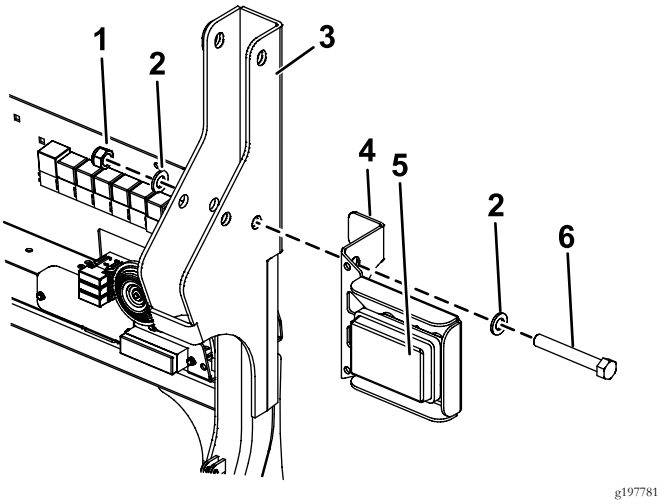
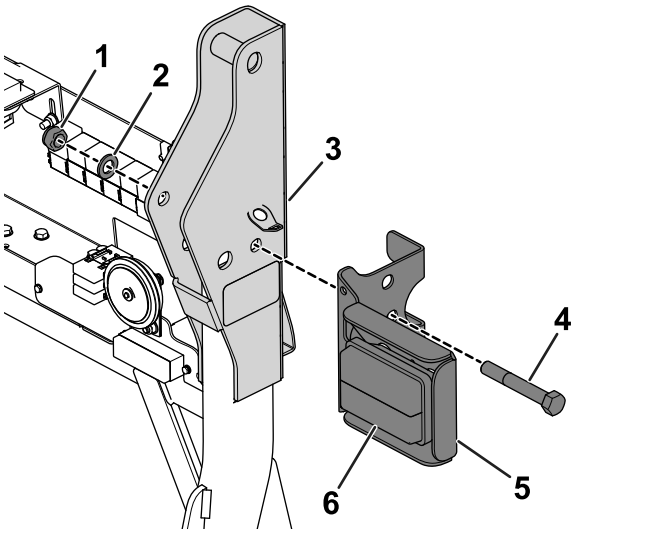

Figura 4
Figura 5
9. Alinee el taladro indicado del soporte de la luz trasera derecha con el taladro de la barra antivuelco, e inserte el perno nuevo (M16 x 110 mm) usando las arandelas existentes) (Figura 4 o Figura 5).